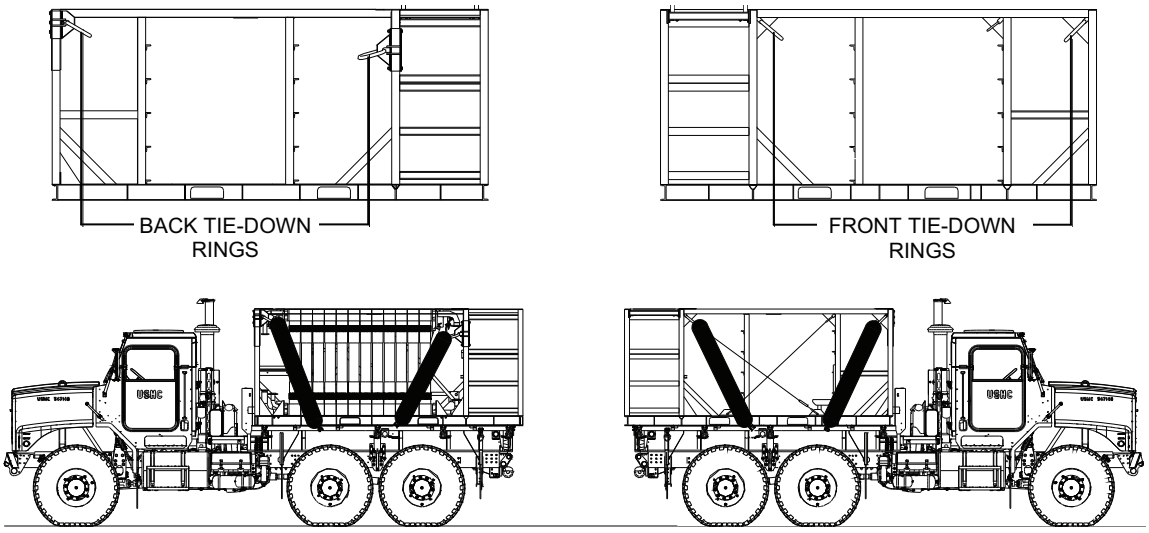

Figure 28. MC-TWPS Strapped to MTVR.
5. Attach straps from the TWPS tie-down rings to the cargo tie-down rings located along each side of the bed to secure the TWPS to the truck bed and prevent longitudinal movement (Figure 28).